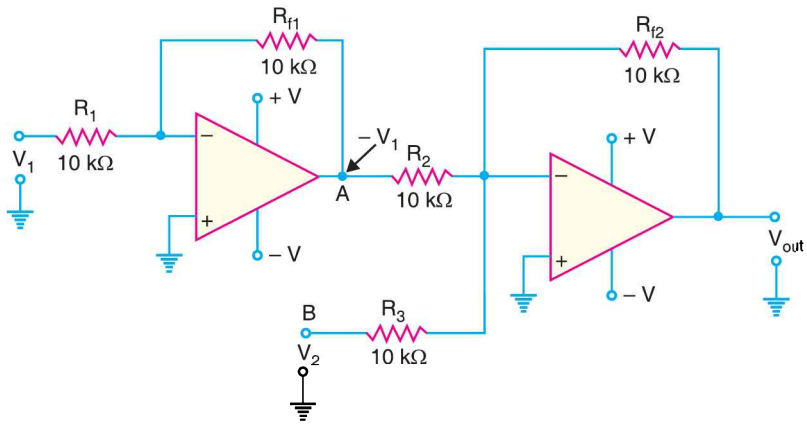

Fig. 25.78
2. As subtractor. A summing amplifier can be used to provide an output voltage that is equal to the difference of two voltages. Such a circuit is called a **subtractor** and is shown in Fig. 25.78. As we shall see, this circuit will provide an output voltage that is equal to the difference between V_1 and V_2.